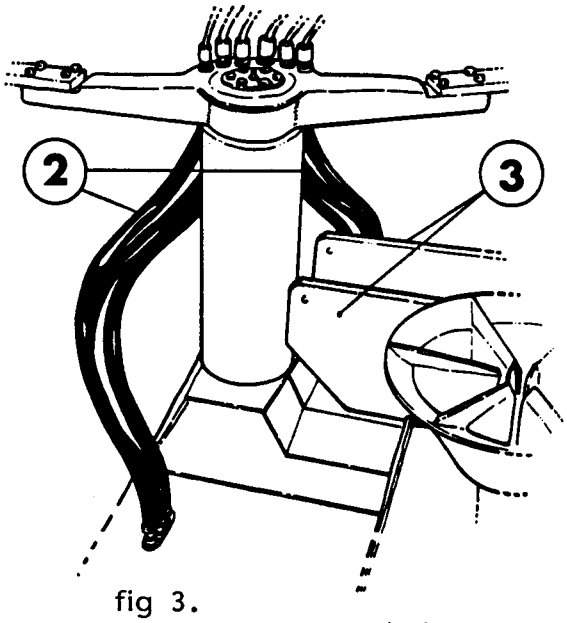

fig 3.
Connect the hoses (2). Check that they do not touch the elevator when the arm swings, fig 3.